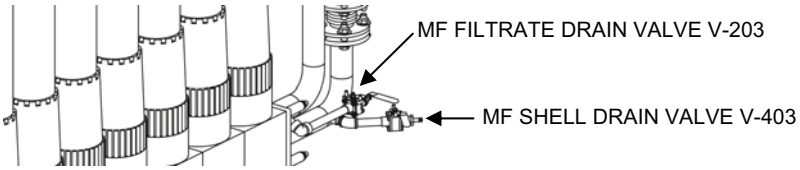

Figure 14. MF Filtrate and Shell Drain Valves.
2) Place the hoses from MF Filtrate Drain Valve V-203 and MF Shell Drain Valve V-403 into a bucket (Figure 14). Open the valves and drain the remaining solution into the bucket. Close the valves when draining is complete.